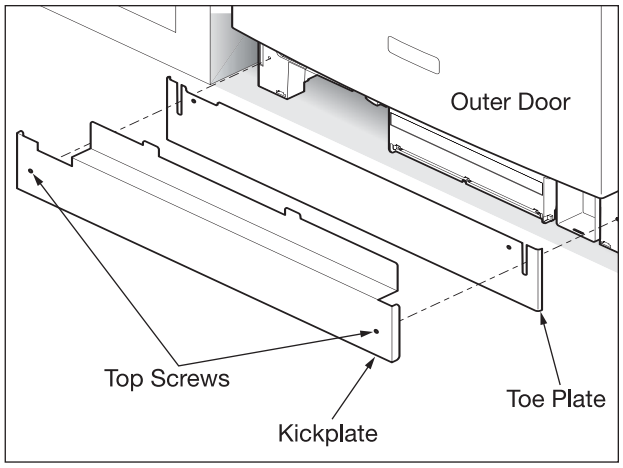

Figure 2-1. Kickplate Removal
1. Remove two (2) screws at front of the kickplate assembly using a #2 Phillips screw driver.
2. Tilt and pull forward to remove. (See Figure 2-1)